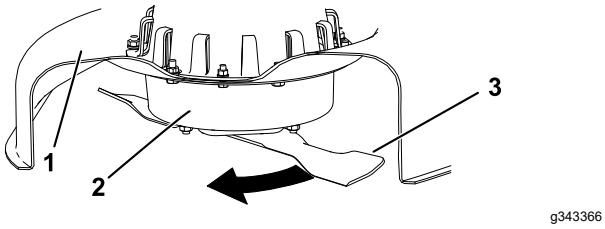

**Figur 29**
2. Ta på tykke arbeidshansker eller annet hensiktsmessig håndvern og sakte roter kniven som skal måles, til en stilling som gjør det mulig å måle avstanden mellom kniveggen og den plane overflaten maskinen står på (Figur 29).